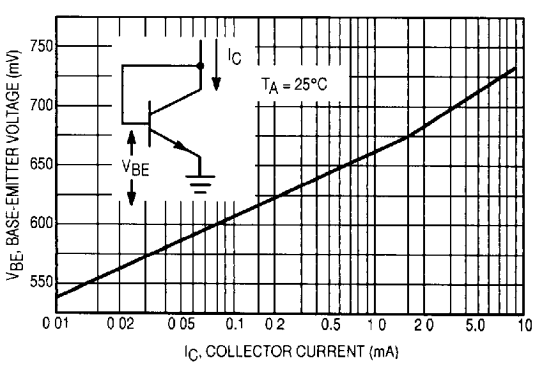

Figure 2. Base–Emitter Voltage versus Collector–Emitter Current
5. For maximum temperature accuracy, I_C should not exceed 2 mA. (See Figure 2)